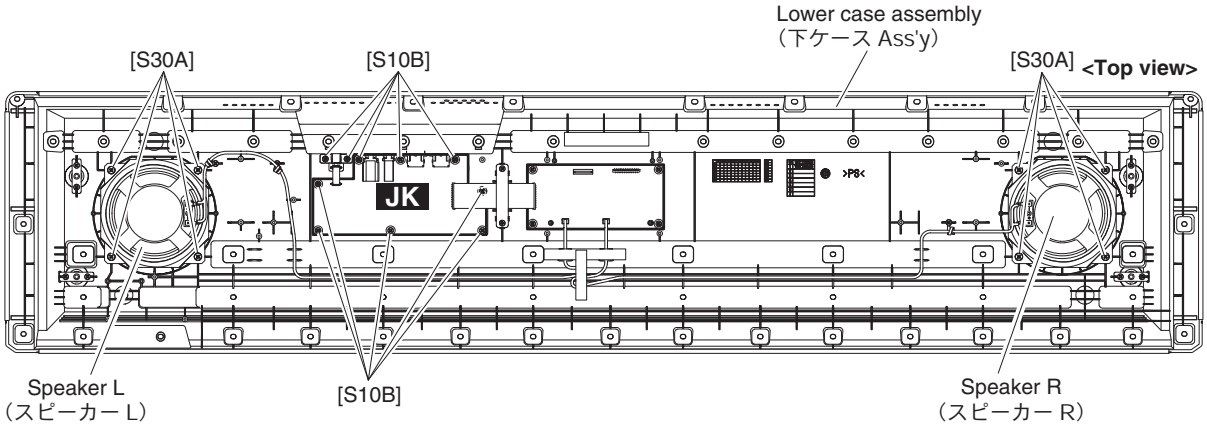

Fig. B-3（図 B-3）
B-3-2 Remove the nine (9) screws marked [S10B]. The JK circuit board (including DC-IN) can then be removed. (Fig. B-3)
B-4-2 Remove the four (4) screws marked [S30A]. The speaker can then be removed. (Fig. B-3)
B-3-2 ［S10B］のネジ 9 本を外し、JK シート（DC-IN を含む）を外します。（図 B-3）
B-4-2 ［S30A］のネジ 4 本を外し、スピーカーを外します。（図 B-3）